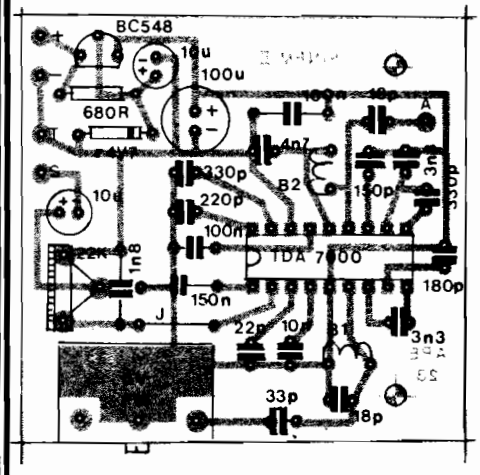

Fig.4
- **FIG. 4** - "Chapeado" da montagem (diagrama dos componentes já posicionados no lado **não cobreado** da placa). Atenção especial deve ser dedicada aos **componentes polarizados** (que exigem serem ligados numa posição única e certa - se forem "invertidos", o circuito não funcionará, e o próprio componente poderá sofrer dano...), quais sejam o Integrado, o transístor, o diodo zener e os capacitores eletrolíticos. Quanto aos demais componentes, o importante é respeitar os **valores**, em relação às **posições** que ocupam na placa. Quem ainda tiver dúvidas a respeito, deve consultar o TABELÃO APE (outro encarte permanente, junto às INSTRUÇÕES GERAIS, lá no começo da Revista...). Observar também o posicionamento das duas bobinas, cujas espiras devem ficar em situação perpendicular (uma em relação à outra bobina), evitando interações não desejáveis... Cuidado também para não "trocar" as posições das bobinas B1 e B2 (o circuito não funcionará, se isso ocorrer). Notar ainda que o **trim-pot** e o capacitor variável são montados "em pé" sobre a placa, devendo ambos (para um confortável acionamento) ter suas bases bem **rentes** à superfície do fenolite, para que fiquem bem "firmes". NÃO ESQUECER o único "**jumper**" (pedaço de fio simples, interligando duas pilhas), codificando na fig. 4 como "J" (logo acima da posição ocupada pelo capacitor variável). O corte das "sobras" de terminais e pontas de fio, pelo lado cobreado da placa, apenas deve ser feito **após** uma rigorosa conferência quanto às posições, valores, qualidade dos pontos de solda, etc.